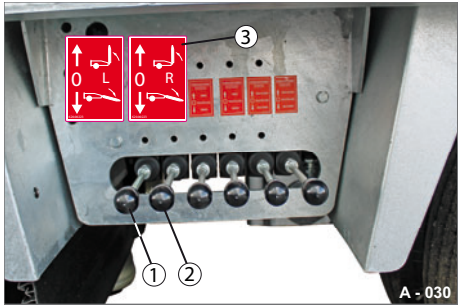

Abb. 31 Bedienstelle
▶ Drücken Sie die Hebel (Abb. 31/1 & Abb. 31/2) nach oben bzw. nach unten um die gewünschte Position der Auffahrrampen anzufahren.
- ▶ Drücken Sie den jeweiligen Hebel nach unten (siehe Abb. 31).
- ▶ Drücken Sie den jeweiligen Hebel nach oben (siehe Abb. 31).